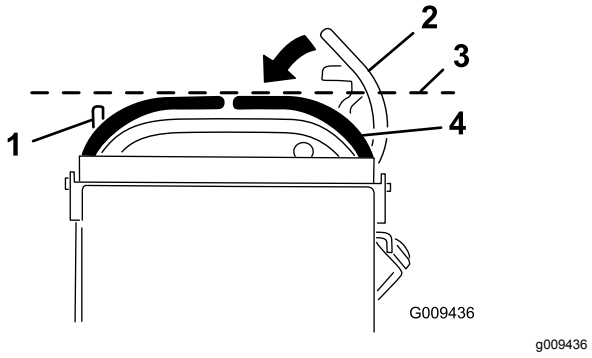

Rysunek 68
3. Przesuń prawą dźwignię sterowania w dół, z położenia NEUTRALNEGO ZABLOKOWANEGO (Rysunek 68).
4. Sprawdź, czy prawa dźwignia sterowania jest zrównana w poziomie z lewą dźwignią sterowania (Rysunek 68).